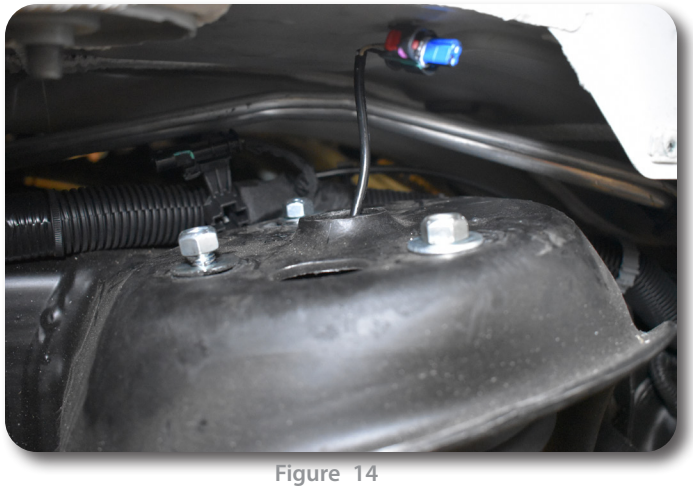

Figure 14
17. Install the strut into the strut bucket using the provided nuts and washers. Leave loose. Figure 14